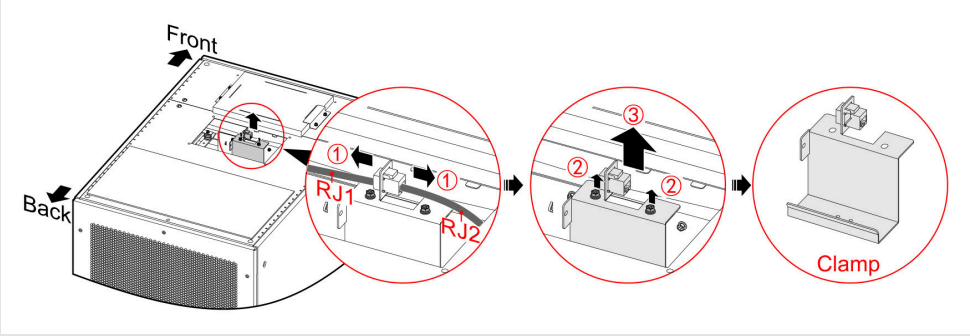

FIGURA 3-35 Passo 2 — cavi di rete (RJ1, RJ2) e staffa
2. Estraete i due cavi di rete nell'armadio e togliete la staffa del dispositivo di rete (Figura 3-35).